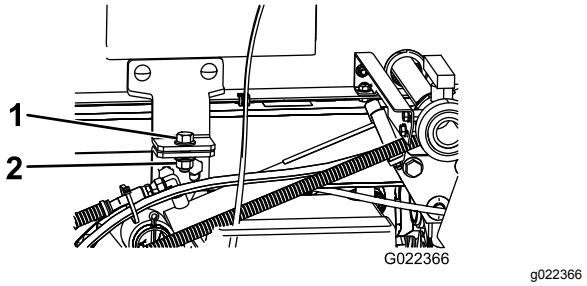

Figur 96
5. Fjern sikkerhetsboltene fra forsiden av plattformen (Figur 96).